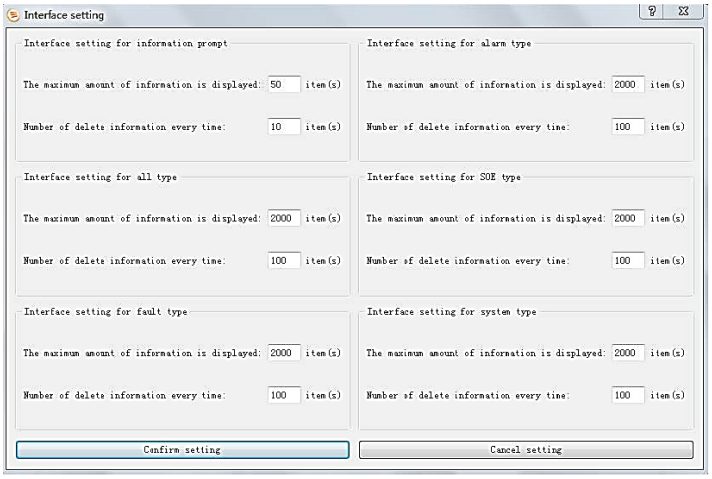

Figure 3-15: interface settings
- **"Page setup":** It is mainly to set the number of display or delete for different types of information. As shown in **Figure 3-15** interface settings.